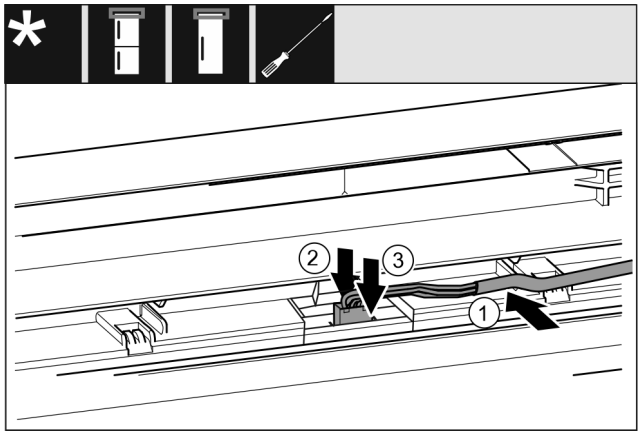

Fig. 32
▶ Τοποθετήστε το γκρι καλώδιο στον οδηγό στην επάνω πόρτα. *Fig. 32 (1)*
▶ Πιέστε την προεξοχή ασφάλισης προς τα πίσω *Fig. 32 (2)*
▶ Κουμπώστε το φις. *Fig. 32 (3)*